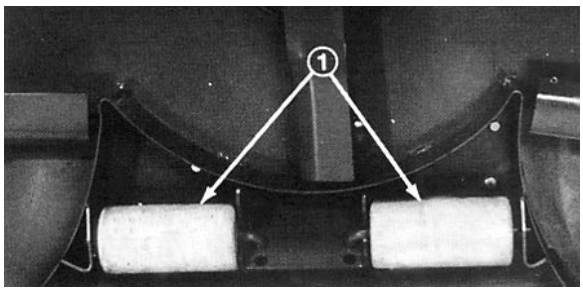

Afbeelding 3
1. Verwijder de splitpennen waarmee de rollerassen aan de onderkant van de maai-eenheid bevestigd zijn (Afb. 3).